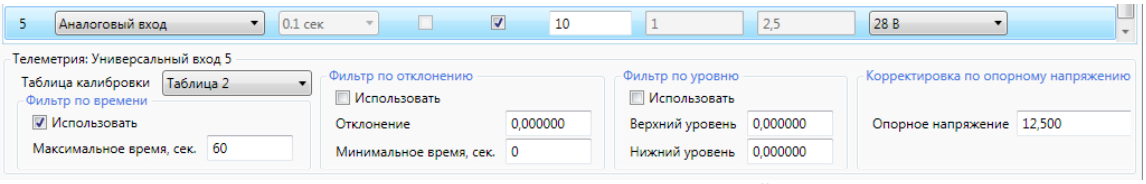

Рисунок 4.33 – Назначение входу калибровочной таблицы
- Для данного входа включается телеметрия и в настройках телеметрии указывается номер используемой калибровочной таблицы (см. рисунок 4.33).